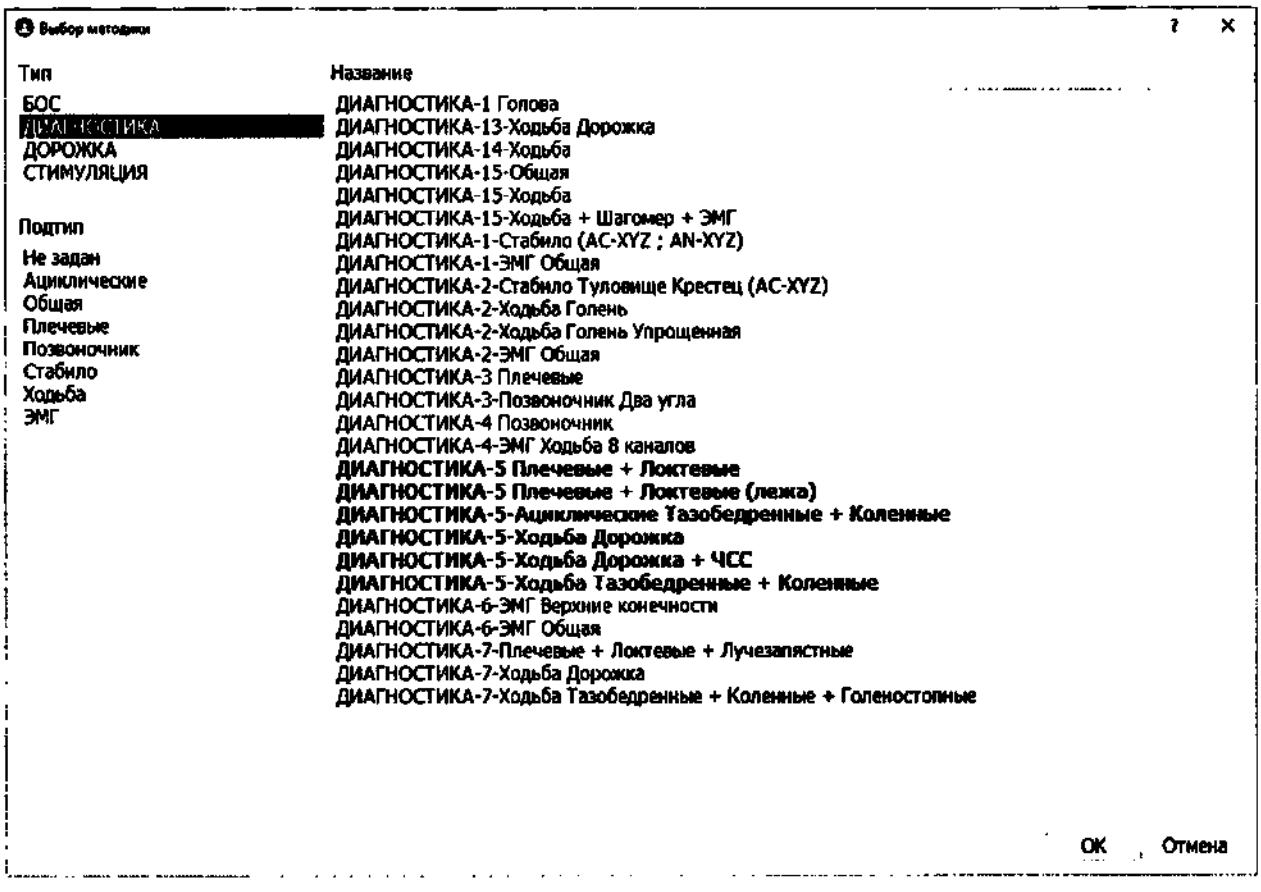

*Рис. 4.4. Окно выбора методики регистрации*
**Дистрибутив программы содержит набор готовых стандартных методик с уже установленными параметрами, которые позволяют сразу переходить к записи регистрации без дополнительных настроек. При запуске из ПО «База данных» методику можно выбрать при добавлении новой регистрации. Для загрузки методики из программы используйте меню «Запись»→«Загрузить методику...»** **. Если в настройках ПО включен мастер методик, откроется окно выбора методики (см. Рис. 4.4). Методики, для которых требуется то же количество датчиков, что подключено к программе, выделены жирным текстом.**